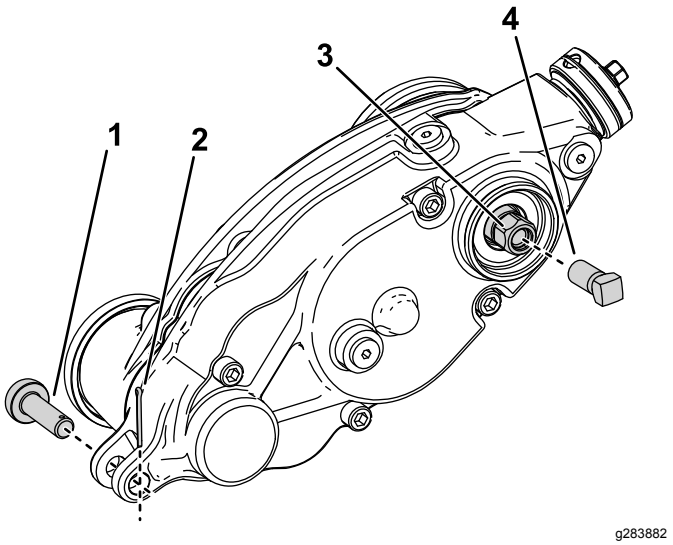

Figura 28
3. Retire o pino de ajuste e contrapino que ligam a caixa da transmissão do rastelo aos braços de ajuste (Figura 28).
5. Instale o parafuso de reforço (peça n.º 1-803022—vendida em separado) nas roscas internas da cabeça sextavada da transmissão do rastelo e aperte com 13,5 Nm como se mostra na Figura 28.
6. Remova a caixa da transmissão do rastelo do cilindro de corte rodando a cabeça sextavada da transmissão do rastelo (Figura 28).